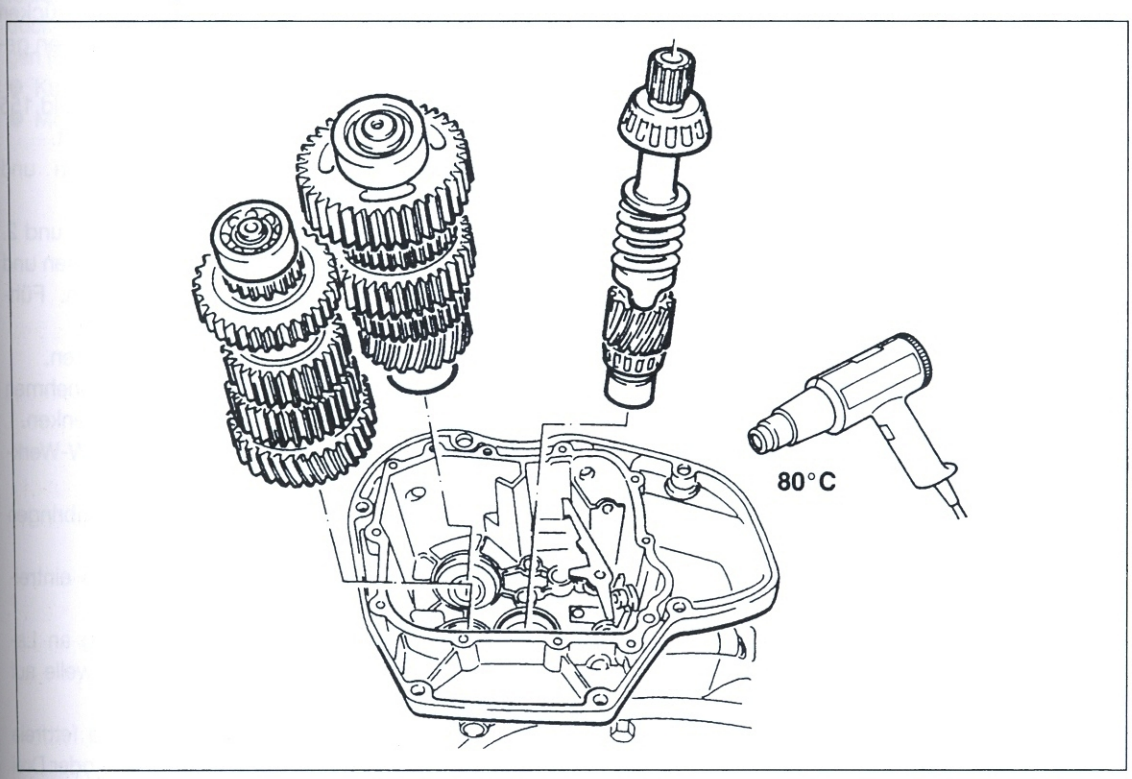

Bild 161
- Lagerstellen im Gehäuse auf 80° erwärmen (Bild 161). Antriebswelle einsetzen. Abtriebs- und Zwischenwelle gemeinsam einsetzen.